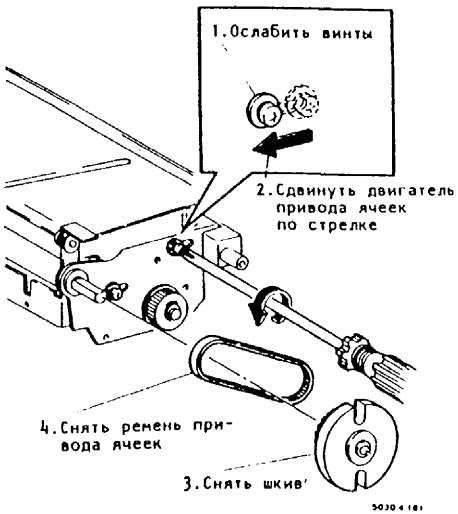

Рис.3. Снятие ремня привода ячеек
5. (Рис.2, Рис.3): Снять ремень привода ячеек.